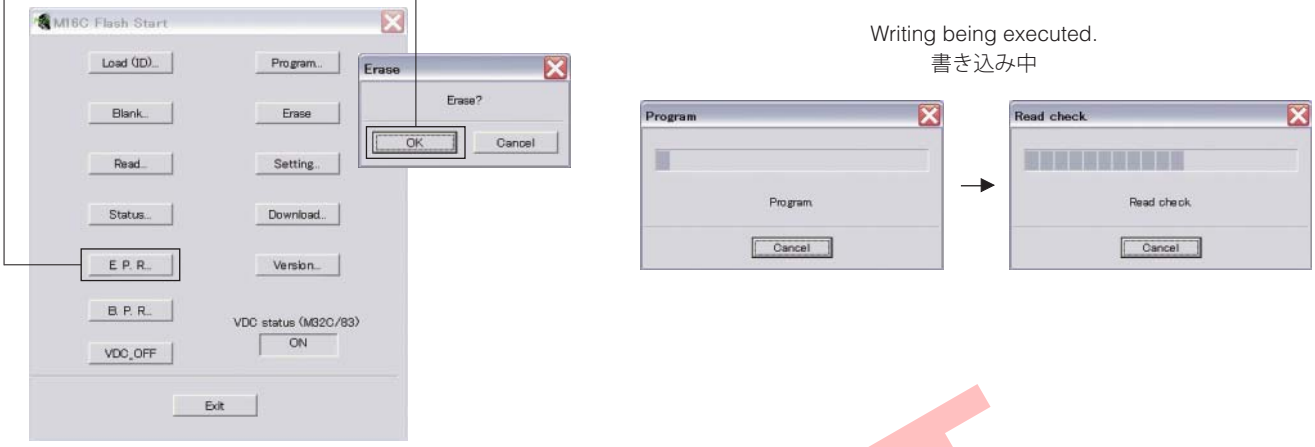

Fig. 5
6. Click [E.P.R.], then the “Erase” screen appears. (Fig. 5)
7. Click [OK] to start writing. (Fig. 5)
6. [E.P.R] をクリックすると、「Erase」が表示されます。(Fig. 5)
7. [OK] をクリックして書き込みを開始します。(Fig. 5)